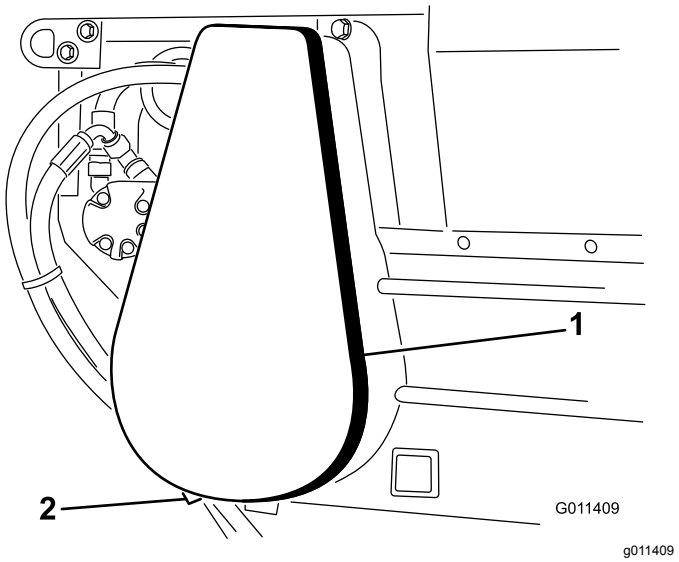

**Figur 24**
1. Fjern kjededekselenheten og avstandsstykket (Figur 24).